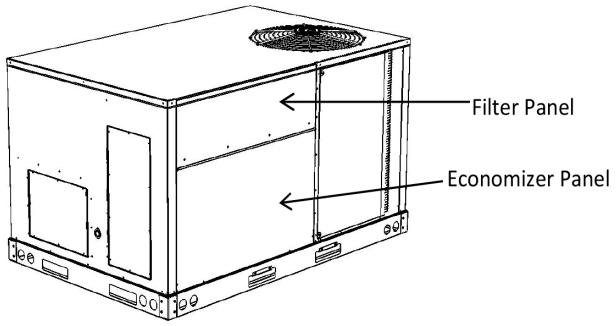

Figure 1 - Remove Panels
2. Take Filter Access Panel off of unit. Keep for installation back on to unit when economizer installation is complete. See Figure 1.
3. Remove lower panel from return air section of unit. See Figure 1. This panel can be discarded. Keep removed screws for use in later step.